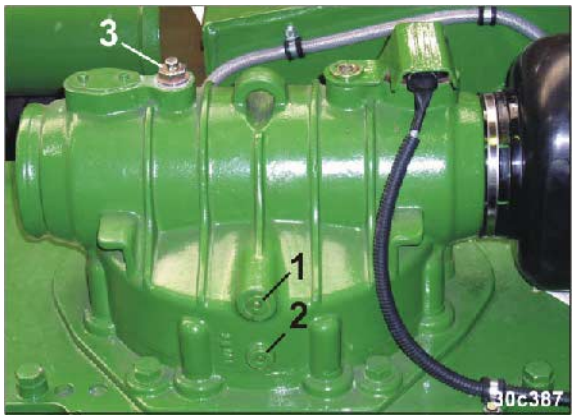

**Fig. 249**
2. Dévissez la vis de contrôle de niveau d'huile (Fig. 249/1).
2. Dévissez la vis de vidange (Fig. 249/2).
5. Dévissez la vis de purge d'air (Fig. 249/3).
- Vérifiez que la vis de purge d'air (Fig. 249/3) est bien vissée.